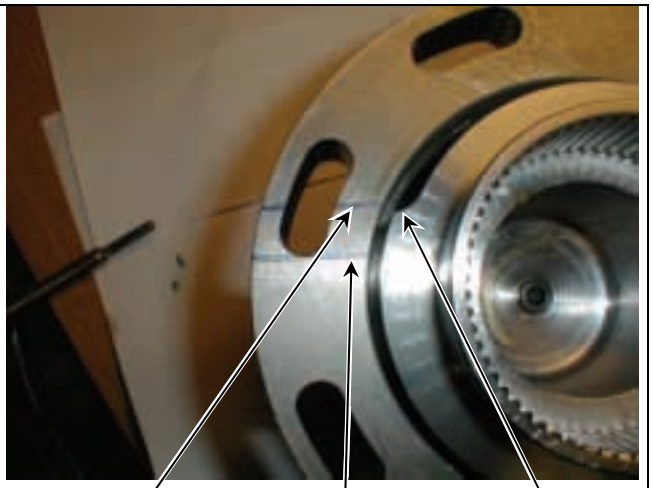

**Figure 43: Spline Shaft Alignment**
1. Line the cam up with the max. line as shown in Figure 43. Then turn the spline shaft counter-clockwise until the splines are in mesh (keep within Min. dimension).